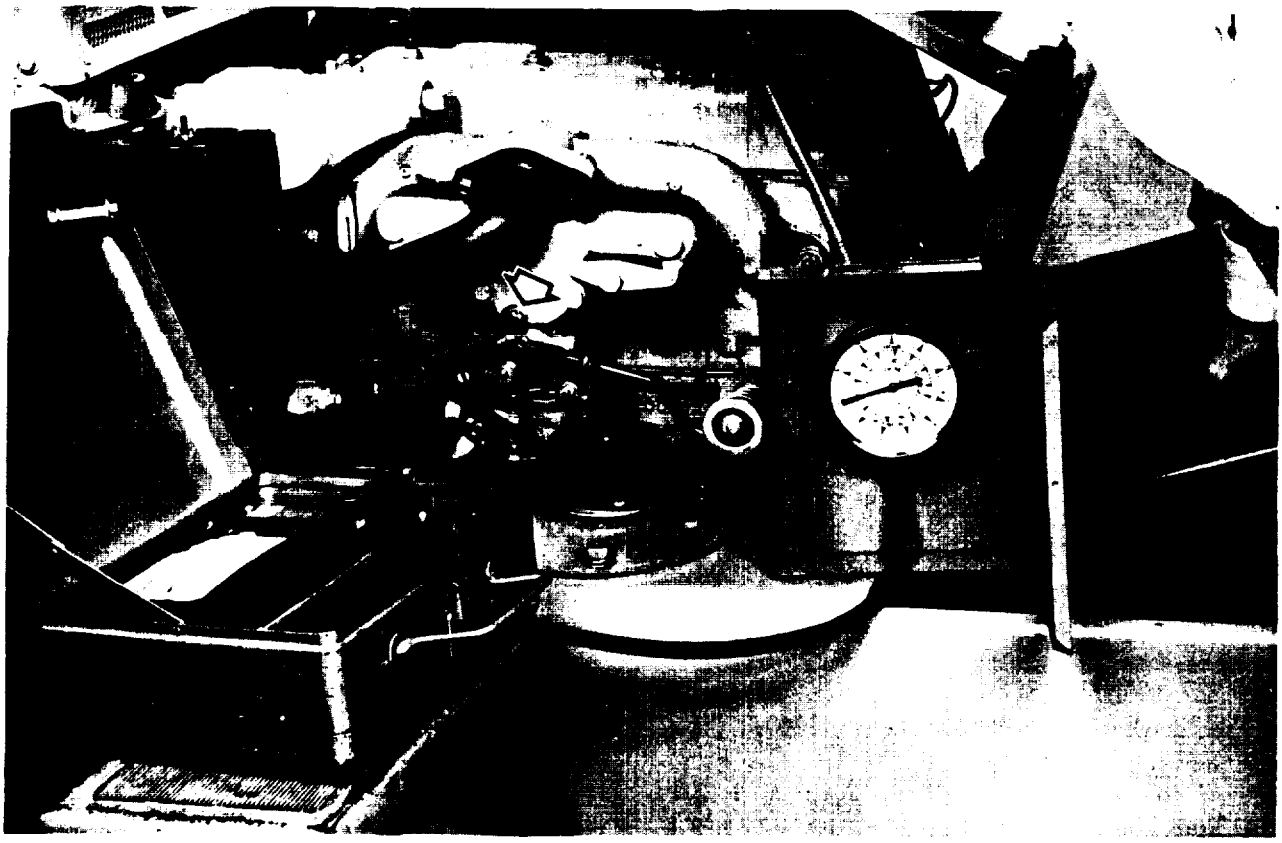

Figure 4-53. Intake Manifold Vacuum Test
b. Install an accurate, sensitive vacuum gauge on the fitting in the intake manifold. See figure 4-53.